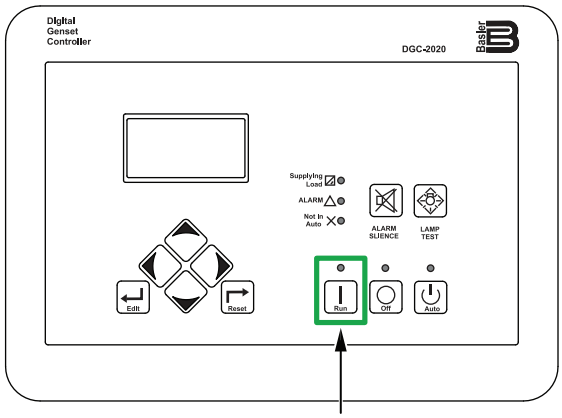

Figure 42. Digital Controller (Run Button)
1. To start the engine, press the **Run button** (Figure 42) on the digital controller.